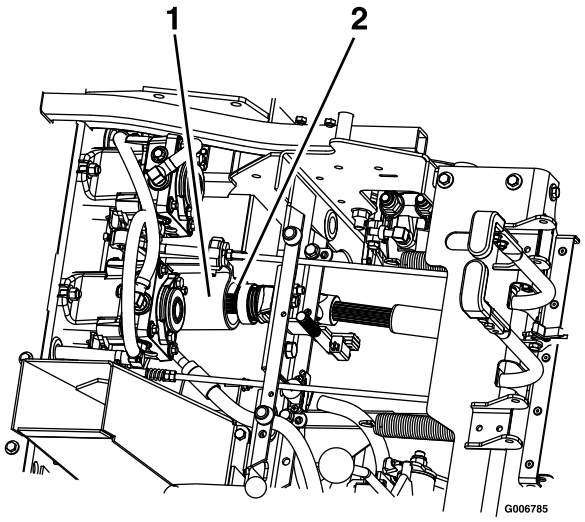

Bild 78
8. Entriegeln Sie den Sitz und schließen Sie die Antriebswelle mit der Schnellkupplung an der Zwischenwelle ab (Bild 78).
4. Befestigen Sie die Antriebswelle an der Zwischenwelle (Bild 78).